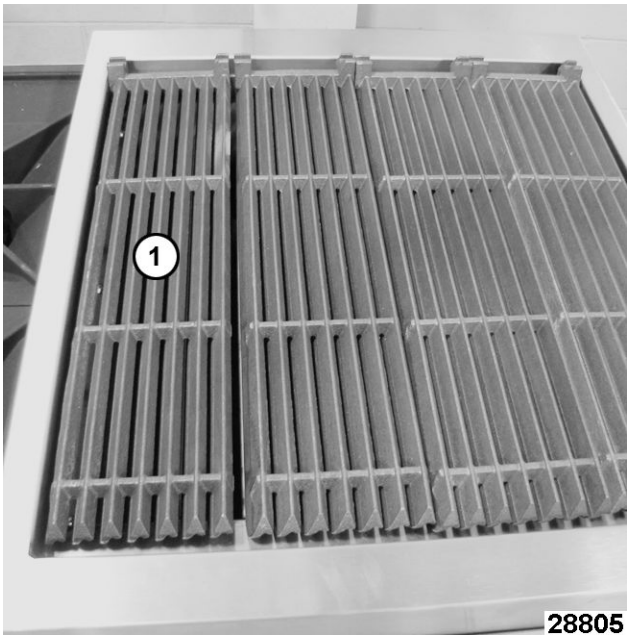

**Fig. 69**
2. Remove grate (1, Fig. 69) from charbroiler.